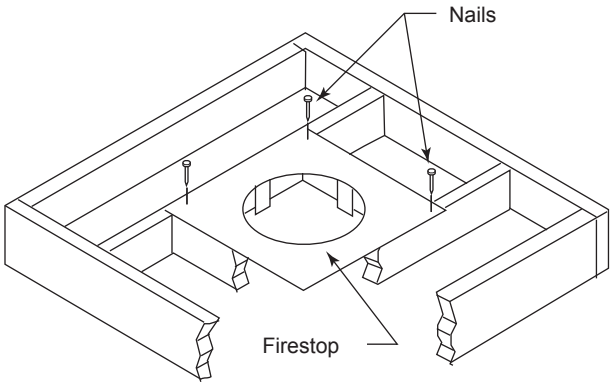
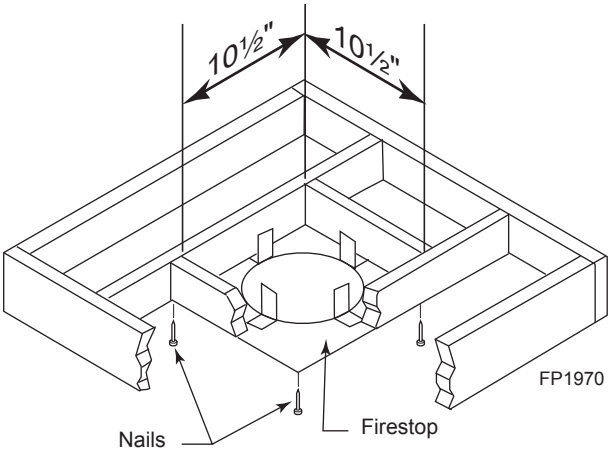

Figure 25 - If Area Above is a Room, Install Firestop above Framed Hole as Shown
Figure 26 - If Area Above is Not a Room, Install Firestop above Framed Hole as Shown
1. Cut a 10½" (241 mm) square hole in the ceiling using the locating hole as a center point The opening should be framed to 10½"x10½" (241 x 241 mm) inside dimensions as shown in *Figure 26* using framing lumber the same size as the ceiling joist. If the area above the ceiling is an insulated ceiling or a room, nail firestop from the top side. This prevents loose insulation from falling into the required clearance space. *Figure 25.* Otherwise, install firestop below the framed hole. *Figure 26*